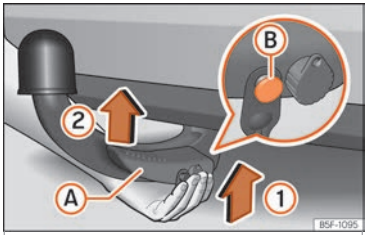

Fig. 185 Colocação do gancho de reboque. Passo 1
- Segure o gancho de reboque **a partir de baixo** e encaixe-a no alojamento do gancho seguindo o sentido da seta ››› Fig. 185 (1) até encaixar de forma audível ››› ⚠.
A alavanca ››› Fig. 185 (A) roda **automaticamente** no sentido da seta (2) para cima e o perno de desbloqueio (B) sai para fora (a sua parte vermelha e verde fica visível) ››› ⚠.
- **Ao fixar o gancho de reboque, para evitar trilhar os dedos, recomenda-se manter as mãos retiradas da alavanca ››› Fig. 185 (A).**